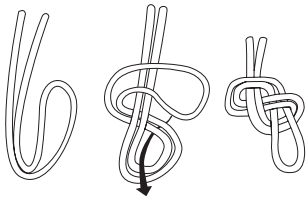

Figura 4
2. Una vez que la/s primera/s persona/s ha/n llegado al suelo y se ha/n desconectado del equipo, la siguiente persona puede engancharse a la cuerda de arrastre (que posteriormente se convierte en la cuerda de rescate) utilizando el mosquetón del extremo (o haciendo una figura de 8 nudos, consulte la figura 4, si la longitud del equipo no es específica del lugar, en función de la longitud de la cuerda y la altura del descenso).